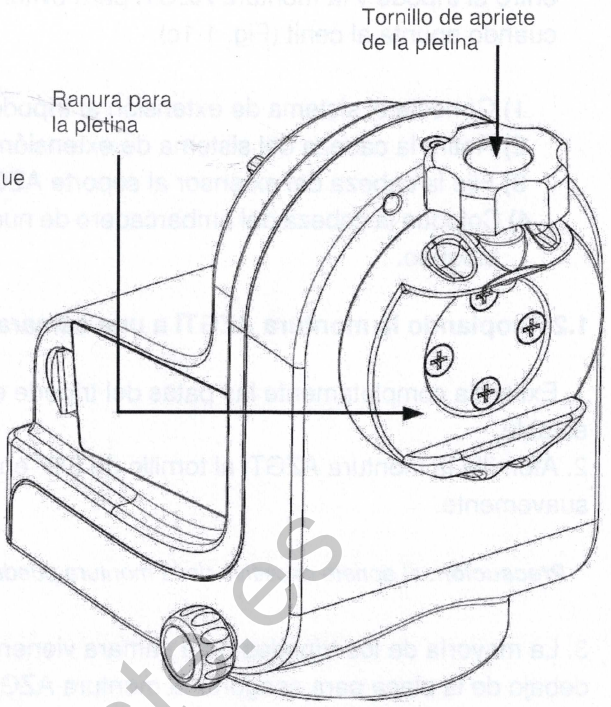

Fig. 1.3b
2. Afloje el pomo de bloqueo de la pletina en cola de Milano hasta que no haya nada que obstruya la ranura de cola de milano en la ranura (Fig 1.3b).
3. Sostenga el telescopio horizontalmente y deslice la pletina de cola de milano en el soporte (Fig 1.3b).